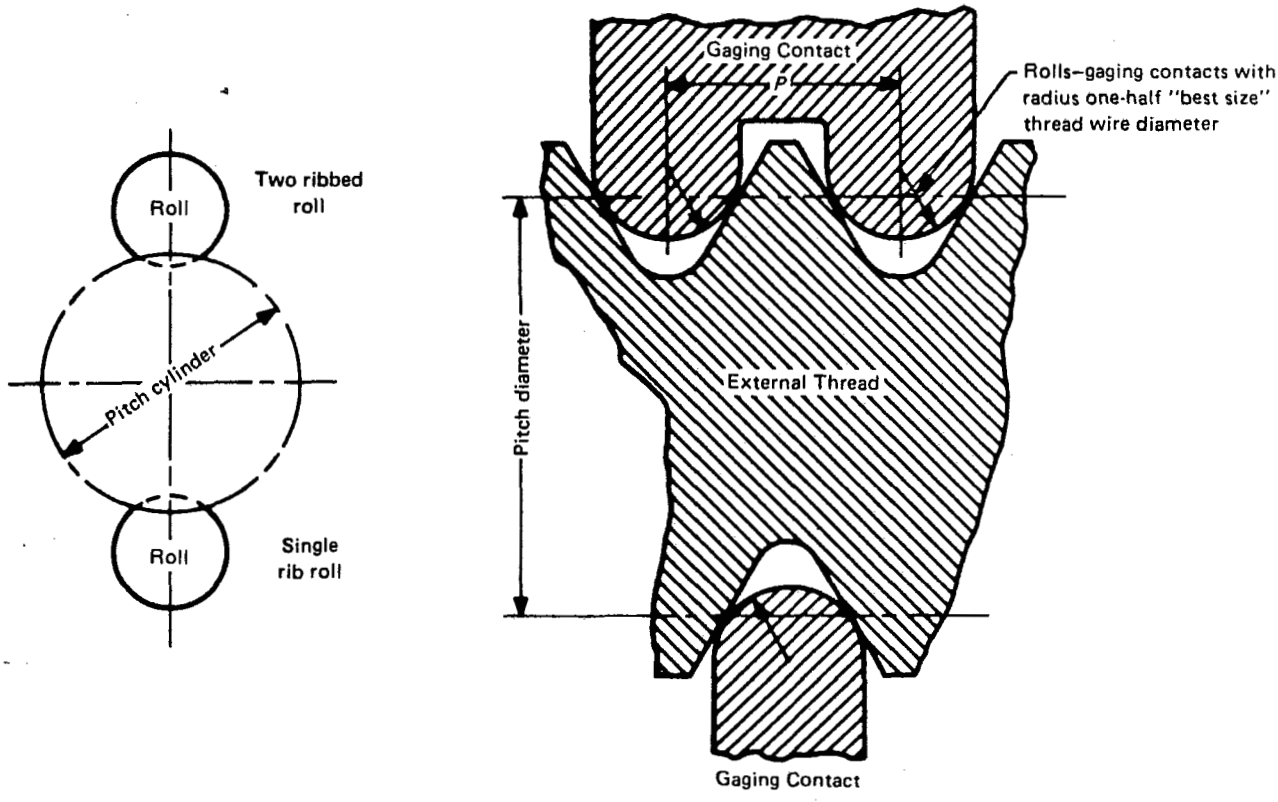

FIG. 24 THREAD SNAP GAGES — MINIMUM-MATERIAL THREAD-GROOVE DIAMETER LIMIT (Ref. Table 1 — Column D_1)
5.6.3 Thread Form. The specifications for radius type rolls are shown in Fig. 24.